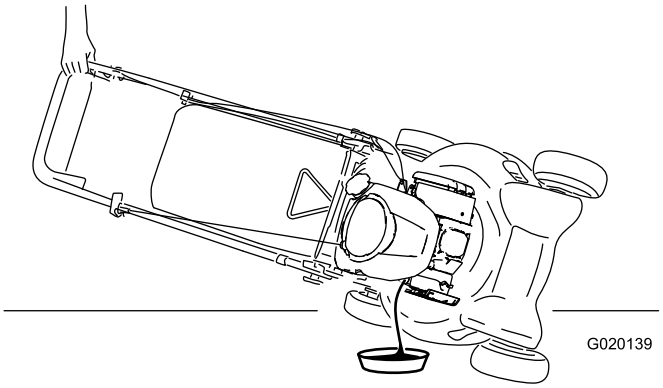

Bild 21
5. Entfernen Sie den Peilstab und lassen das Altöl in eine Ölauffangwanne ablaufen (Bild 21).